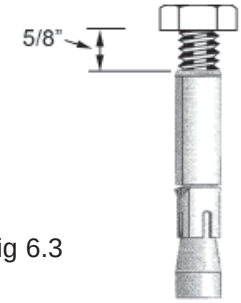

Fig 6.3
6. Thread the 5/8" x 2" Hex Bolt into the Power Drop Anchor body until 5/8" of threads shows between the bottom of Bolt Head and the top off the Power Drop Anchor. (See Fig. 6.3)